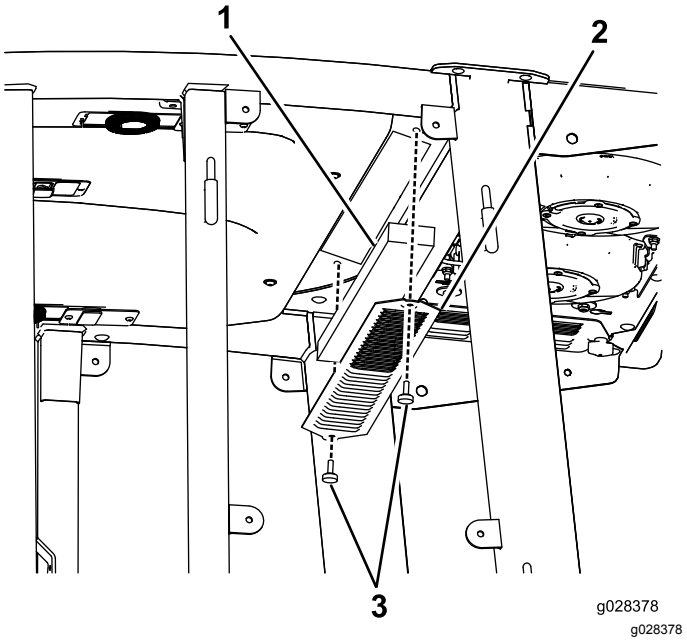
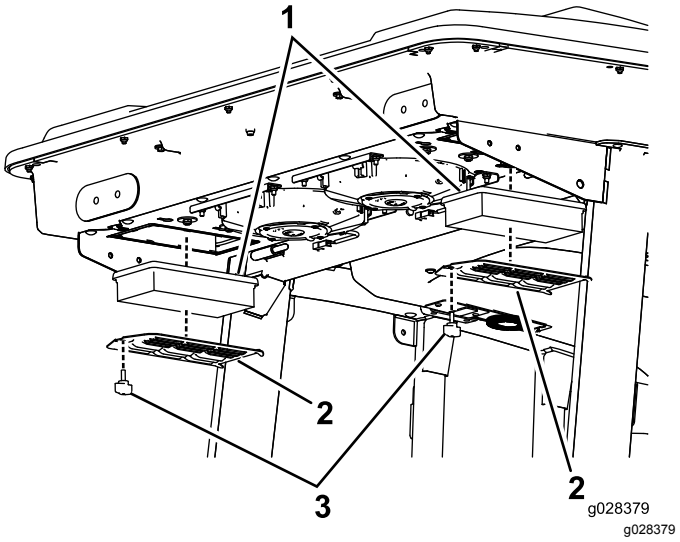
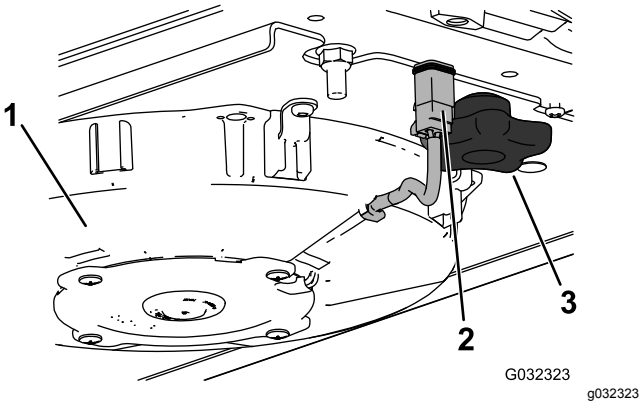
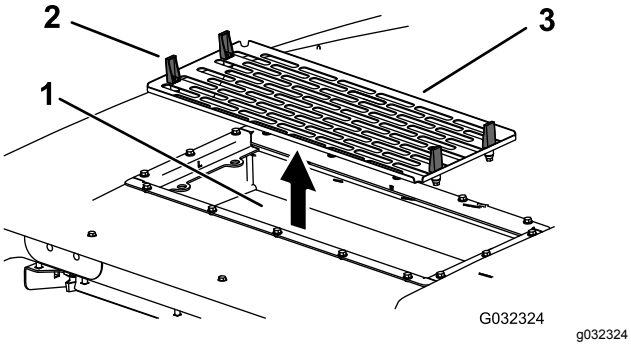

**Figur 148**
**Figur 149**
**Figur 150**
**Figur 151**
1. Ta bort de skruvar och galler som sitter över luftfiltren både i och bakom hytten (Figur 148 och Figur 149).
2. Lossa kabeln för varje fläkt (Figur 150).
4. Öppna de fyra spärrarna på luftkonditioneringsenheten och ta bort filtret (Figur 151).
5. Ta bort luftfiltren (Figur 149).
7. Montera luftfiltren, filtret och fläktenheten igen (Figur 149, Figur 150 och Figur 151).
8. Anslut kabeln för varje fläkt (Figur 150).